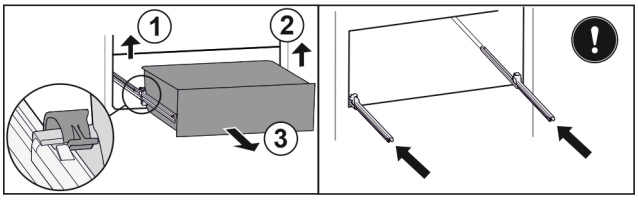

*Fig. 121*
▶ Ridicați clema din stânga și trageți concomitent sertarul din stânga spre înainte. *Fig. 121 (1)*
▶ Ridicați clema din dreapta și trageți concomitent sertarul din dreapta spre înainte. *Fig. 121 (2)*
▶ Extrageți sertarul spre înainte. *Fig. 121 (3)*